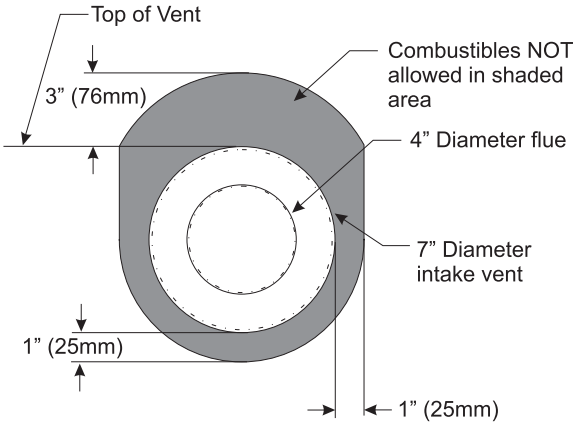

**Figure 45**
5. Install the Wall Firestop/Thimble assembly as required through the wall. Refer to the venting charts in the fireplace manual to determine the proper height and size of the vent opening. The minimum opening should be 9" wide by 11" high. The minimum combustible clearance from the horizontal vent is 1" from sides and bottom, and 3" above the vent pipe. **See Figure 45.**